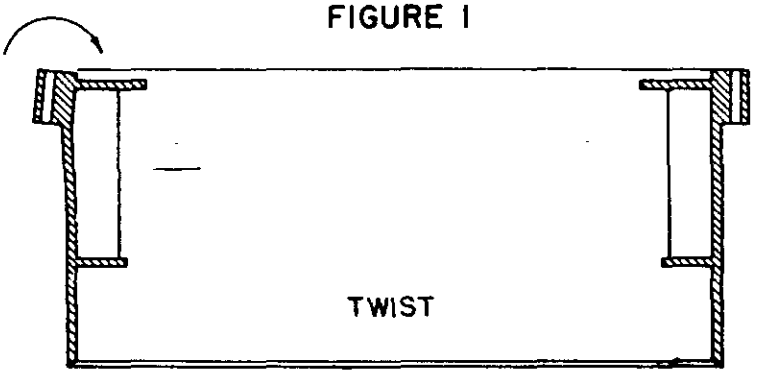

FIGURE 2
1. Check the twist between the swing bearing and mounting flange (see Figure 2).